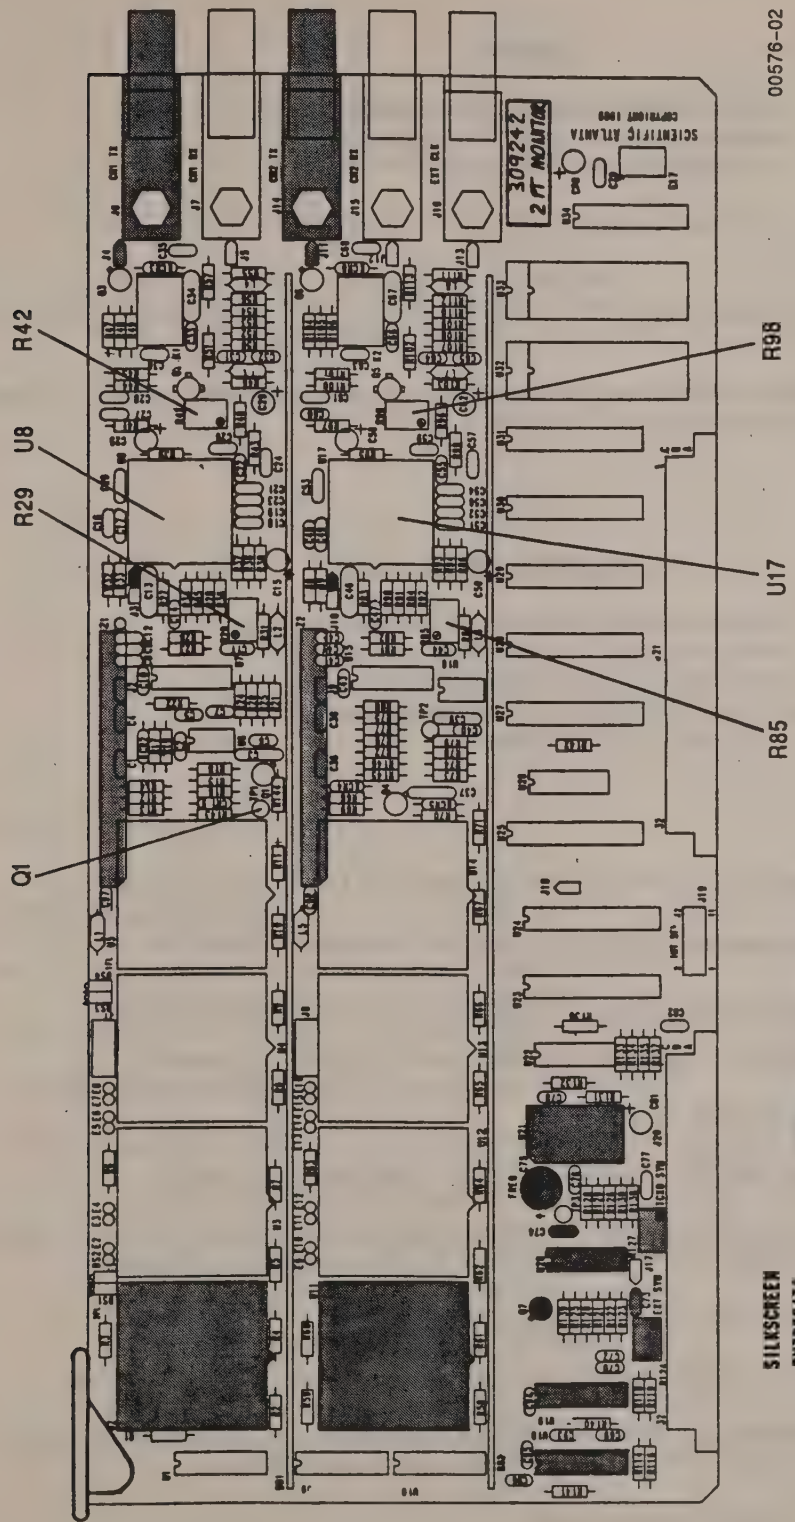

Figure 3.88. DS1 Two-point Card Components
5. Have the two-point receiver schematic handy and refer to Figure 3.88 to locate components.